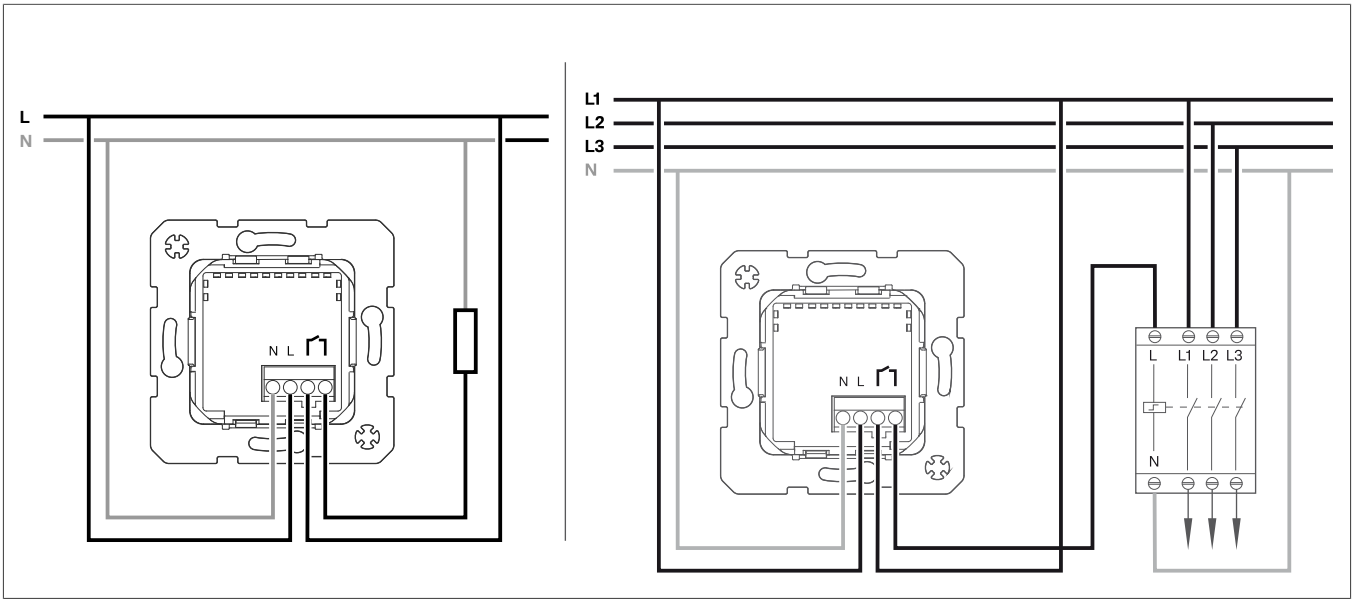

Bild 3: Anschlussplan
1. Relais-Schalter Einsatz (1) gemäß Anschlussplan anschließen (Bild 3).
Zulässige Anschlussleistung beachten. Falls erforderlich Lastschütz (Bild 3) verwenden.